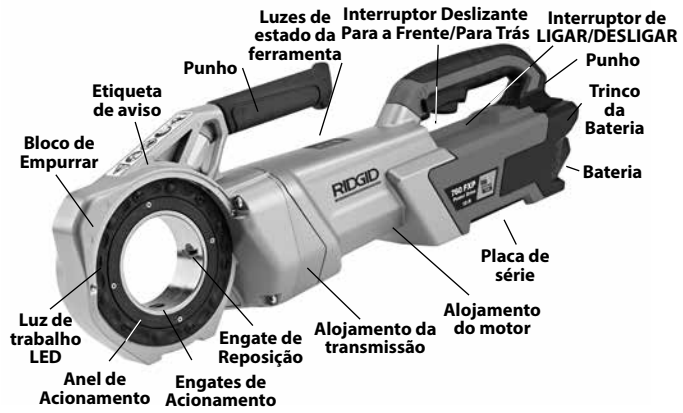

Figura 1 – Propulsor 760 FXP
- Bom funcionamento dos interruptores *(Figura 1)*.
- Presença e legibilidade do rótulo de aviso *(Figura 1)*.